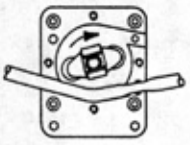

Figure 9-1
6. Position the roller racket assembly as shown in Figure 9-1.